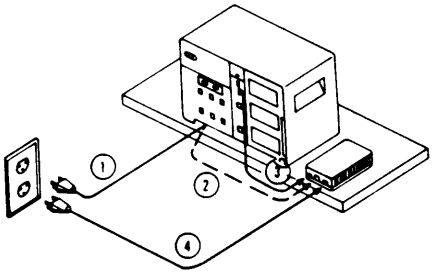

Figure 5
2. Make the necessary connections (see Connections and Figure 5).
4. Plug one end of the ac line cord into the opening labeled “AC Input” on the auxiliary power unit, and then plug the other end into the ac wall outlet (see Figure 5).